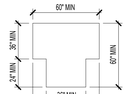

FIGURE 304.3.2
D. THE T-SHAPED TURNING SPACE SHALL BE A T-SHAPED SPACE WITHIN A 60" SQUARE MINIMUM WITH ARMS AND BASE 36" WIDE MINIMUM. EACH ARM OF THE T SHALL BE CLEAR OF OBSTRUCTIONS 12" MINIMUM IN EACH DIRECTION AND THE BASE SHALL BE CLEAR OF OBSTRUCTIONS 24" MINIMUM. THE SPACE SHALL BE PERMITTED TO INCLUDE KNEE AND TOE CLEARANCE COMPLYING WITH 306 ONLY AT THE END OF EITHER THE BASE OR ONE ARM. (FIG. 304.3.2)